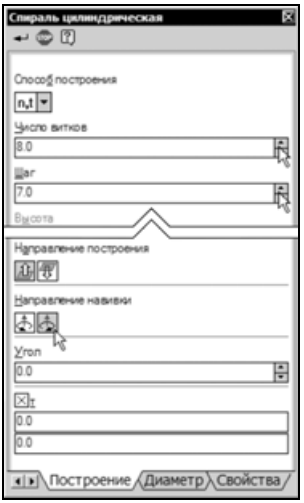

Рис. 8.4
- Установите ориентацию **Изометрия XYZ**. Укажите в дереве построения элемент **Плоскость XY**. Откройте панель **Пространственные кривые** и нажмите кнопку **Спираль цилиндрическая**. На экране появится панель свойств цилиндрической спирали (рис. 8.4).